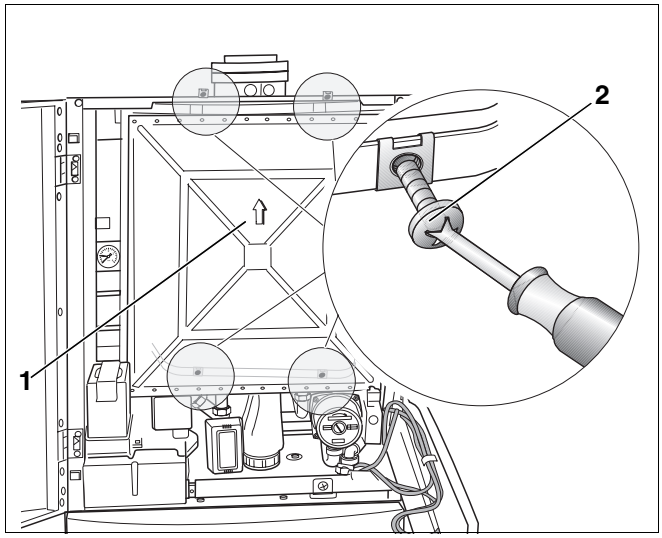

Rys. 42 Demontaż osłony komory podciśnieniowej
- Odkręcić 4 blachowkręty (rys. 42, **poz. 2**) osłony komory podciśnieniowej i zdjąć osłonę (rys. 42, **poz. 1**).
- Odkręcić 4 blachowkręty osłony komory podciśnieniowej i zdjąć osłonę (rys. 42, strona 65).